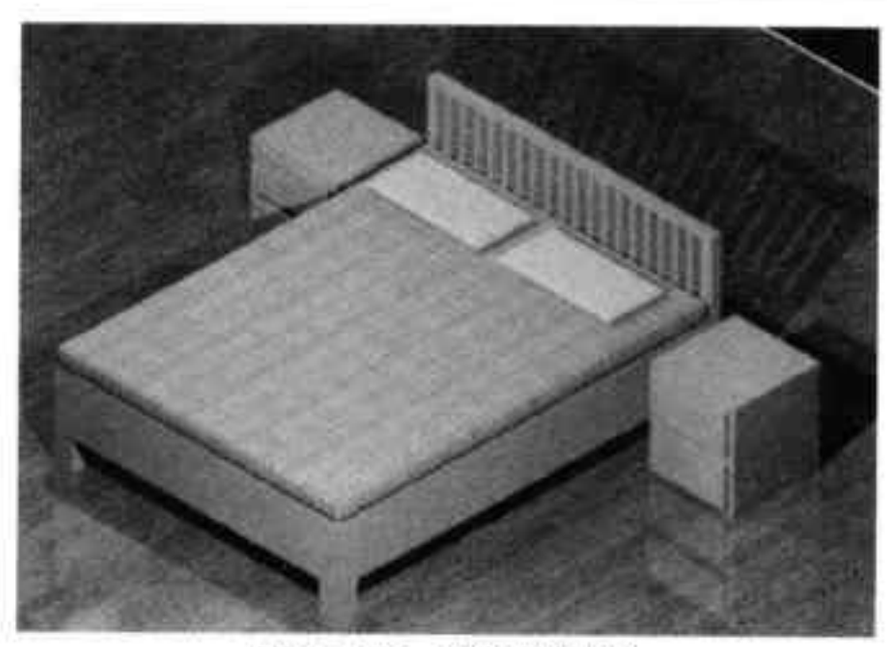

图14-86 渲染床模块
Step33 执行“点光源”命令，再次创建一个点光源，并设置好光源参数，然后执行“渲染面域”命令，对床模型渲染出图，结果如图 14-86 所示。